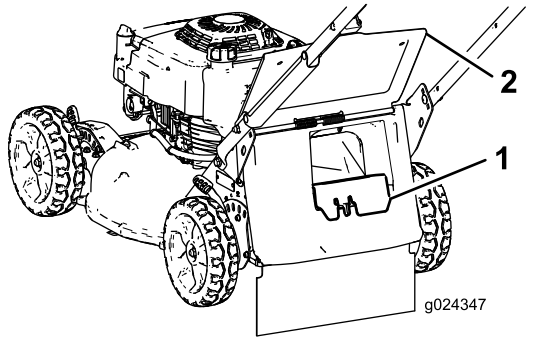

Figur 15
- Om den bakre utkastarpluggen inte har monterats tar du tag i dess handtag, öppnar den bakre luckan och för in pluggen i den bakre utkastaren tills spärren låses på plats (Figur 15).
3. Ta bort den bakre utkastarpluggen genom att trycka in spärren med tummen och dra ut pluggen från maskinen (Figur 15).